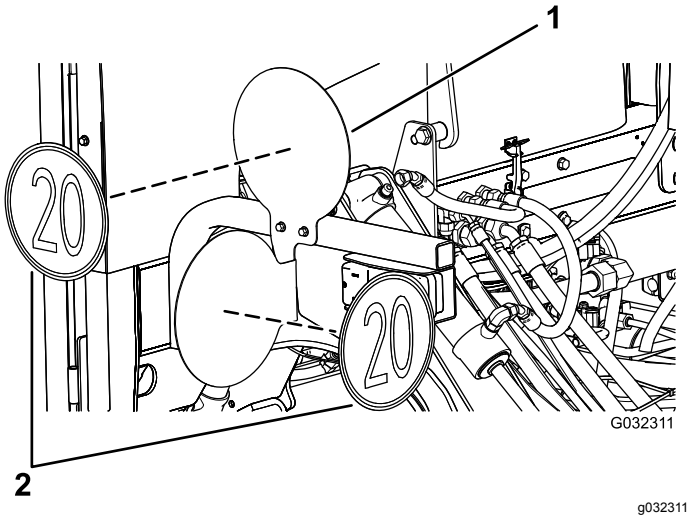

Figur 36
3. Påfør merkene på platenes overflate som vender utover (Figur 36).